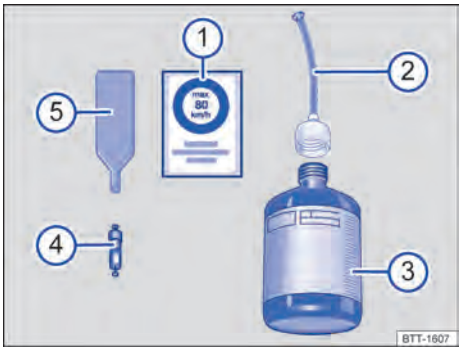

**Fig. 208** Representación esquemática: componentes del kit reparapinchazos.
① Adhesivo con la indicación de velocidad "max. 80 km/h" o "max. 50 mph"
② Tubo de llenado con tapón
③ Botella de sellante
④ Obús de repuesto para válvula
⑤ Desmontaobuses
El desmontaobuses → fig. 208 ⑤ lleva en el extremo inferior una ranura para el obús de la válvula. Solo así se puede desenroscar y volver a enroscar el obús de la válvula del neumático. Esto también vale para el obús de repuesto ④.
2. Desenrosque el obús de la válvula con el desmontaobuses → fig. 208 ⑤ y deposítelo sobre una superficie limpia.
3. Agite enérgicamente la botella de sellante → fig. 208 ③ varias veces.
4. Enrosque fijamente el tubo de llenado → fig. 208 ② en la botella de sellante en el sentido de las agujas del reloj.
5. Retire el tapón del tubo de llenado → fig. 208 ② e introduzca el extremo abierto en la válvula del neumático por completo.
8. Enrosque nuevamente el obús en la válvula del neumático con el desmontaobuses → fig. 208 ⑤.